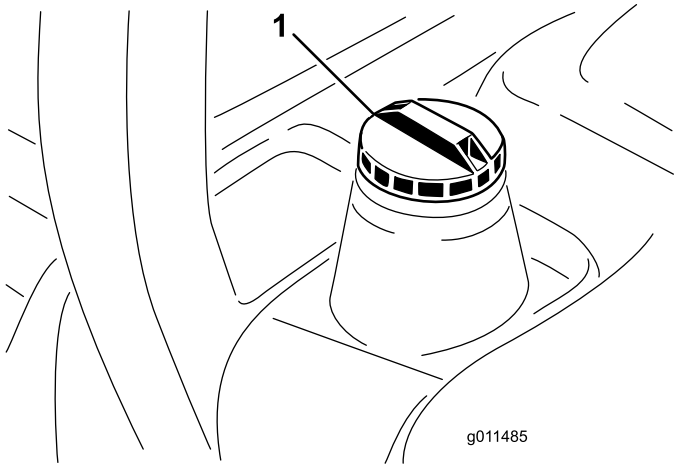

Figura 11
3. Retire el tapón del depósito de combustible (Figura 11).